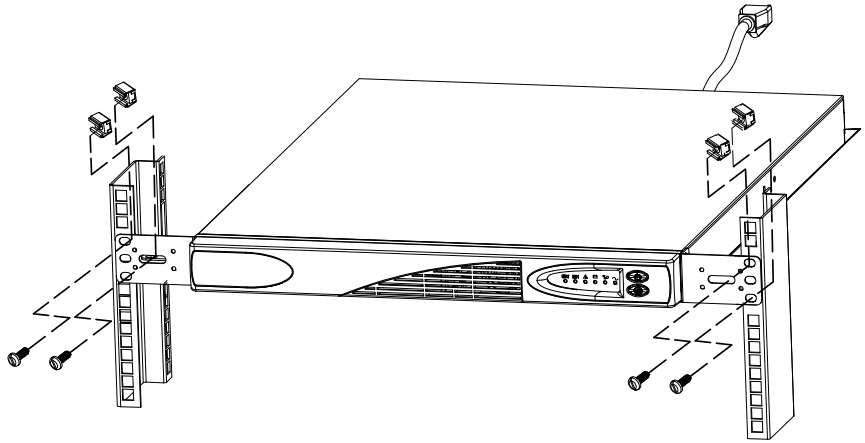

**Figure 12. Securing the UPS in a 23" Rack**
4. Secure the front of the UPS to the rack using the supplied hardware (two M6 × 10 screws and two clip nuts on each side, as shown in Figure 12).